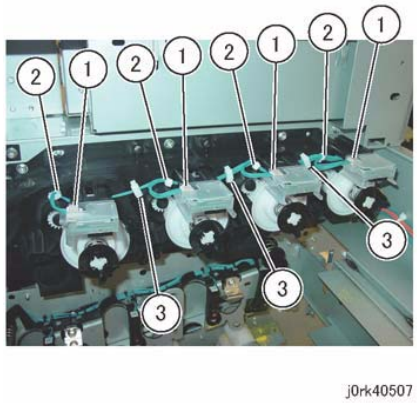

Figure 1 Dispense Drive Cover Assy Harness
3. Remove the harness from the Dispense Drive Cover Assembly. (Figure 1)